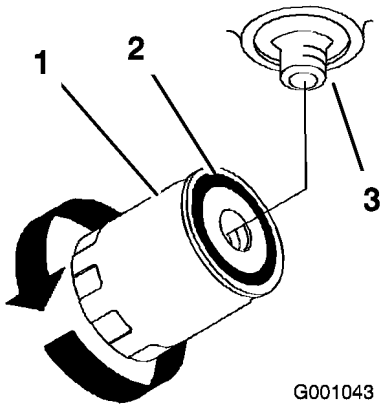

Figur 69
7. Stryk på ett tunt lager ny hydraulolja på utbytesfiltrets gummipackning (Figur 69).
9. Fyll hydraultanken med hydraulolja tills den flödar över vid filtret, och vrid sedan oljefiltret medsols tills gummipackningen kommer i kontakt med filteradaptern. Dra sedan åt filtret ytterligare 1/2 varv (Figur 69).